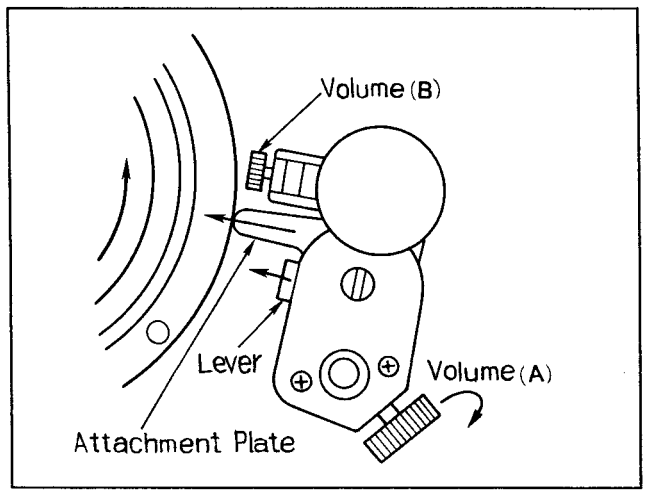

Fig. 6 Attachment Plate
6. Set the attachment plate to touch the lower cylinder as shown in figure 6.